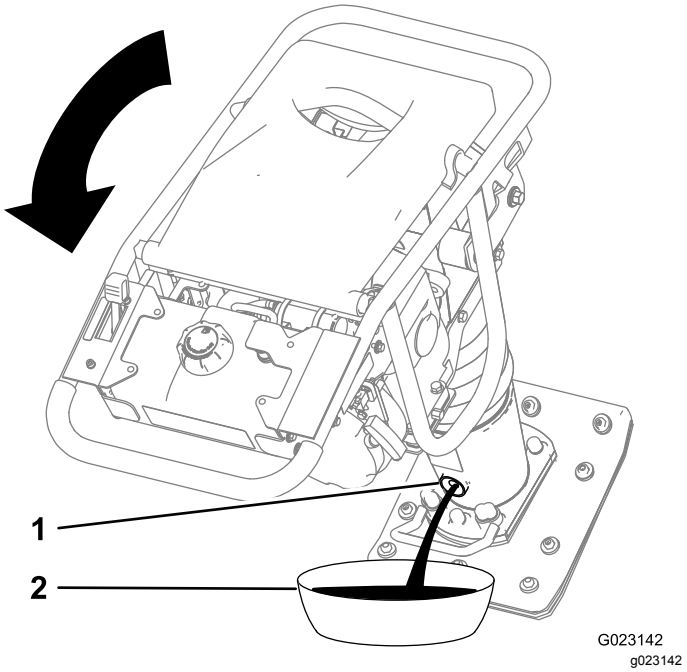

Figure 21
4. Inclinez la machine de sorte que le bouchon-indicateur de niveau soit dirigé vers le bas pour permettre la vidange complète de l'huile (Figure 21).
5. Placez un bac de vidange sous le bouchon-indicateur de niveau d'huile (Figure 21).
6. Enlevez le bouchon-indicateur de niveau d'huile (Figure 21).
7. Vidangez l'huile par le trou du logement (Figure 21).